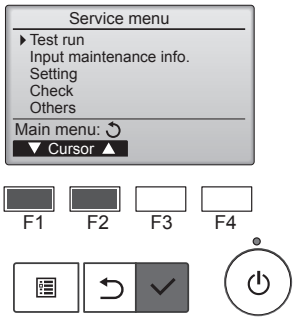

Afb. 7-1
① Selecteer “Test run” (Proefdraaien) in het Service-menu en druk op de toets [SELECTEREN]. (Afb. 7-1)